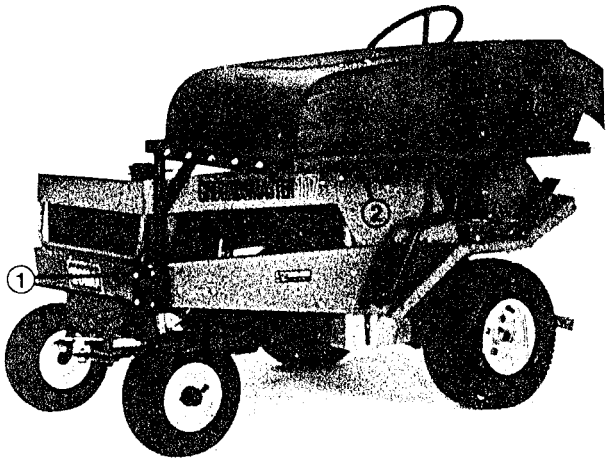

Figure 15
4. Slide hopper frame into mounting brackets, align mounting holes and secure with (5) 5/16-18 x 2" lg. capscrews and nuts (Fig. 15).